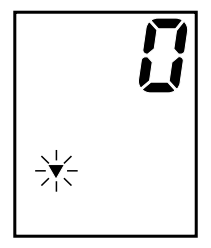

Fig. 1-3
b. După aceasta dispozitivul începe a căuta presiunea nulă. A se vedea fig. 1-3.